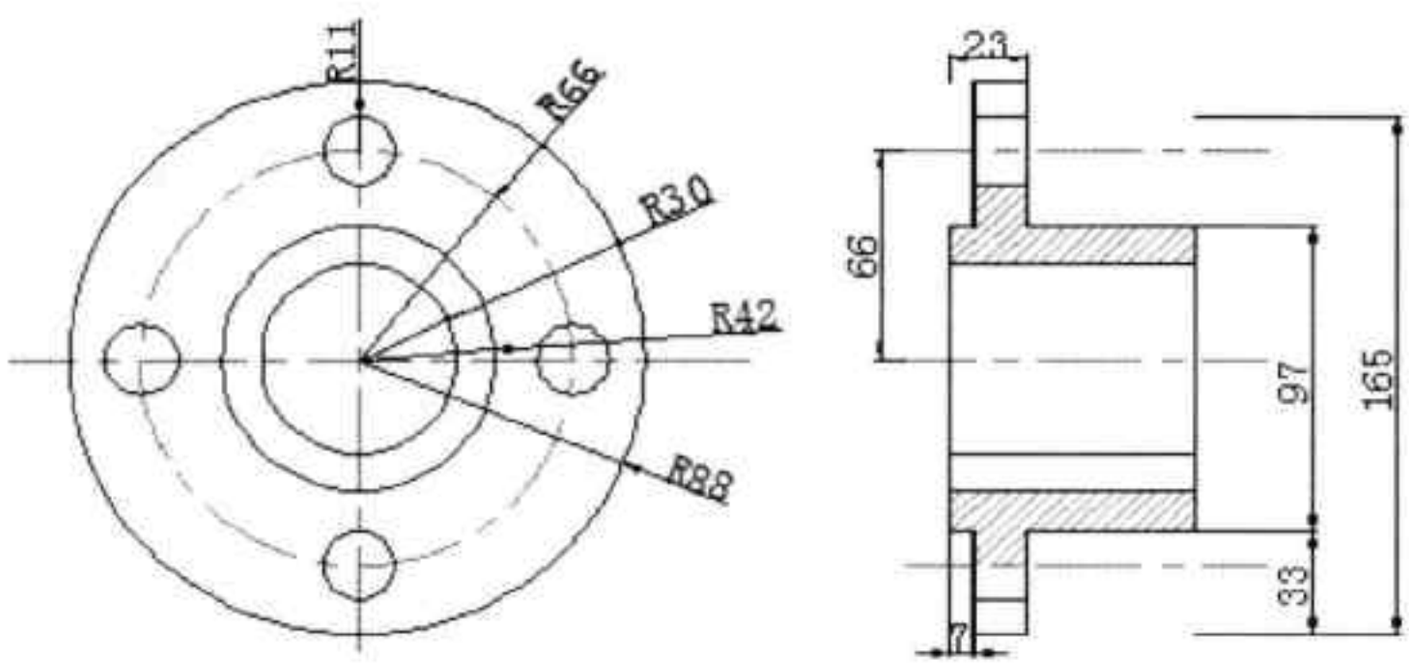

图21-13 添加尺寸标注
Step 07 执行“线性标注”和“半径标注”命令，对法兰盘进行尺寸标注，如图 21-13 所示。